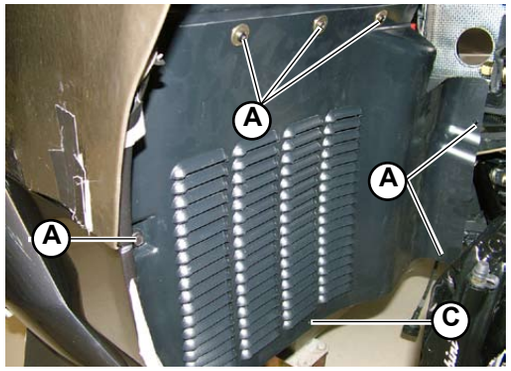

Fig.1
1. Secure the front wheel arch element using the screws (**A-Fig.1**).
2. Secure the rear wheel arch element using the screws (**C-Fig.1**).